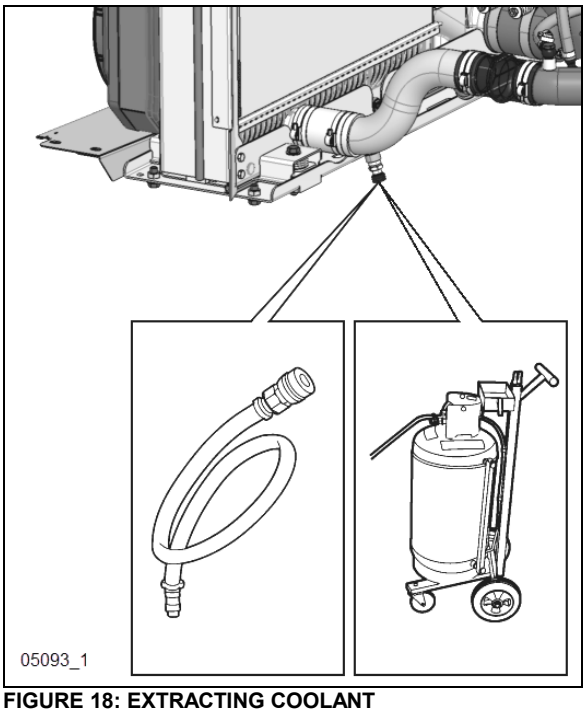

FIGURE 18: EXTRACTING COOLANT
5. Connect coolant extractor (Figure 18). Use coolant extractor to drain the coolant from the engine. An alternate method is to drain the coolant into a suitable container using the drain hose.